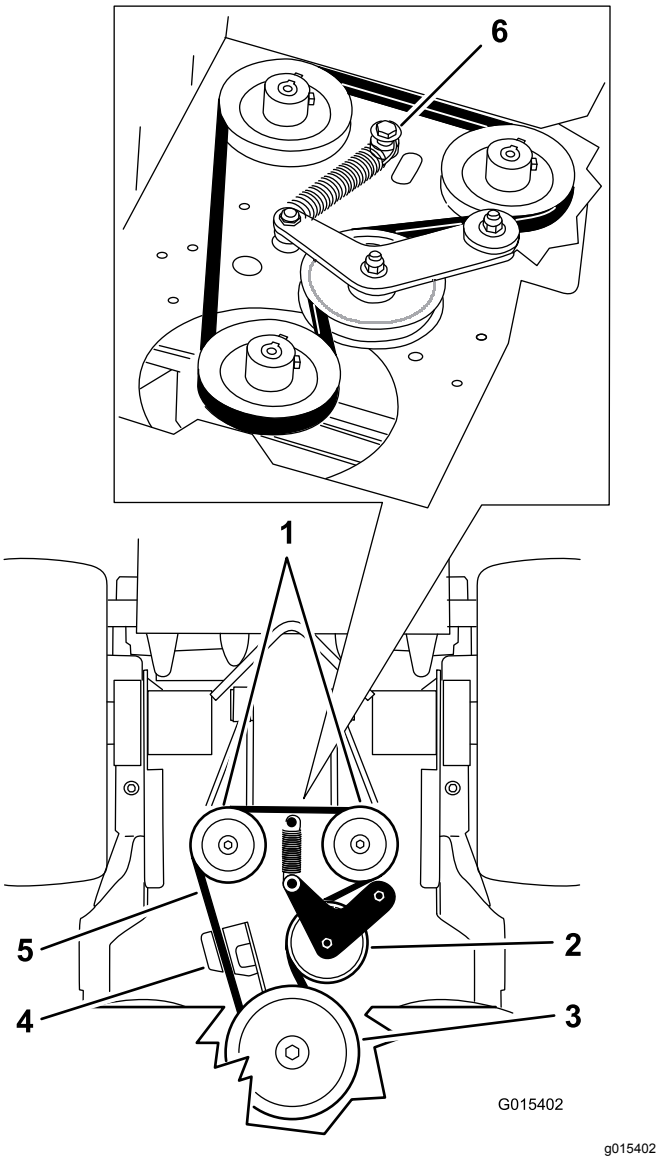

Figur 67
5. Ta bort ansatsbulten, muttern och brickan från motordäcket och den anslutna fjädern (Figur 67).
6. Ta bort pumpdrivremmen (Figur 67).
8. Sätt dit fjädern på ansatsbulten och brickan och anslut den till motordäcket med muttern (Figur 67).